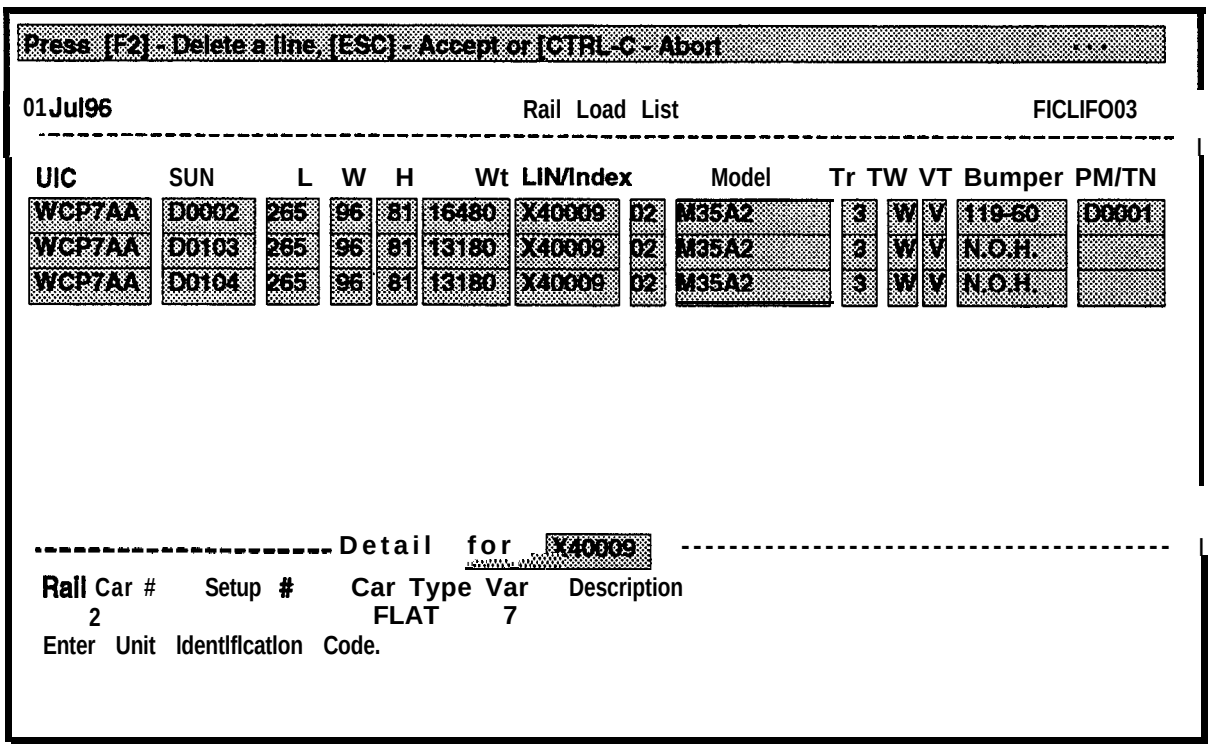

Figure 8-13. Rail Load List Screen
e. After entering your selection criteria, press **ESC.** The Rail Load List screen will be displayed as shown in Figure 8-13. The pieces of equipment that match your selection criteria will be displayed in the upper portion of the screen. If you press ESC without entering any selection criteria on the Query Rail Load List screen, the first 600 items from the rail load list, will be listed alphabetically by UIC. The cursor will be in the Tr (Train Assignment) field of the **first** record. **The Rail Car #, Setup #,** Car **Type, Variant,** and **Description** for the piece of equipment at the cursor location will be displayed in the bottom portion of the screen. If a Train Assignment has not been made, a NOT ASSIGNED message will be displayed below **the Description** field.